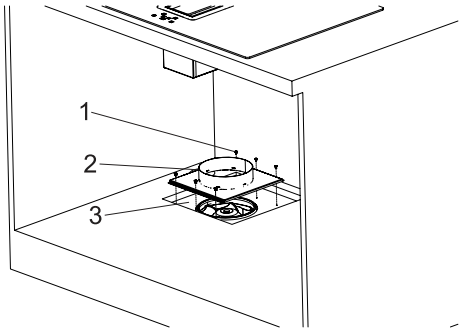

Abb. 14
9. Abluftstutzen anhand der 6 Schrauben an die Motorbox fest-schrauben (Abb. 14).